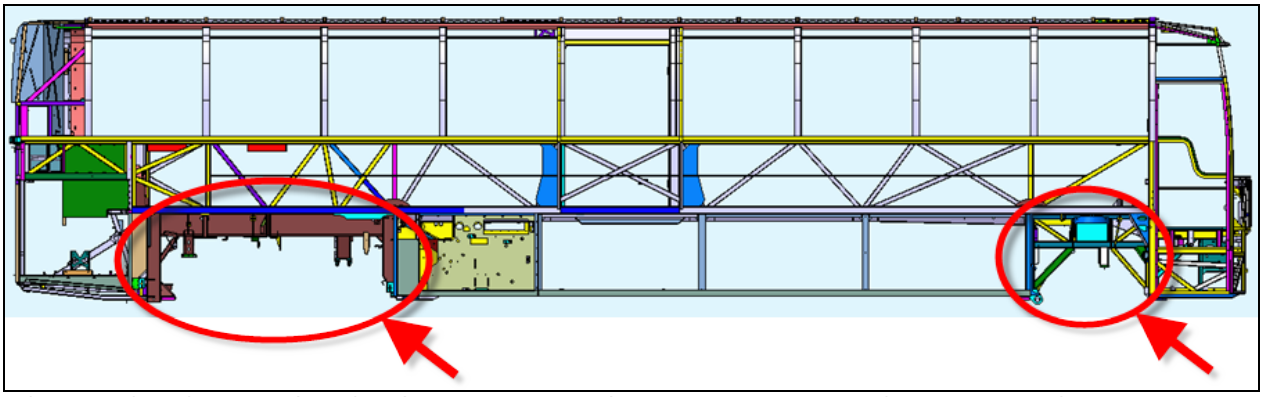

**FIGURE 1 – CRITICAL AREAS: FRONT SUB-FRAME, REAR SUB-FRAME, DRIVE AXLE CRADLE AND TAG AXLE**
**Front & rear sub-frames, drive axle cradle and tag axle** (FIGURE 1) on Prevost structures are made of high strength steel. Although the structure on a Prevost vehicle receives a beneficial corrosion preventive compound application at the end of the manufacturing process, after many years of service with exposure to harsh environments (winter, frequent rains, road salt, stone projection, sand accumulation, etc.), the carbon steel can be subject to severe corrosion. The use of high strength steel remains a requirement to withstand peak loads.